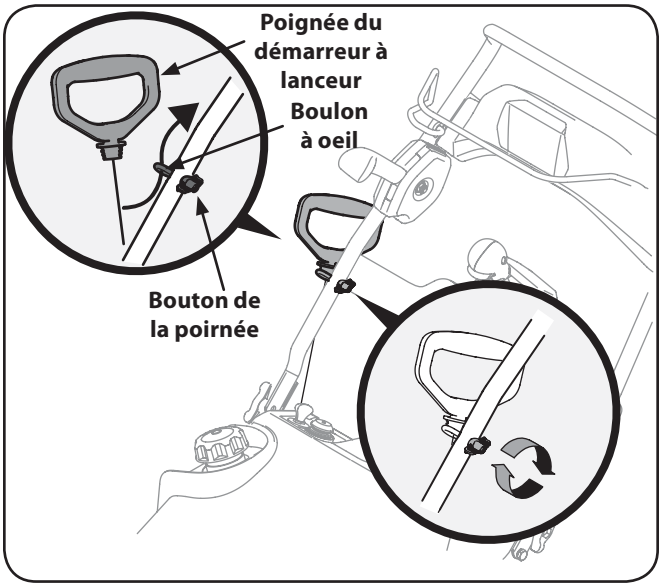

Figure 3-10
2. Placez le boulon à œil et le bouton de la poignée sur le guidon supérieur, comme à la Fig. 3-10. Ne serrez pas encore complètement la boulonnerie.
4. Faites passer la corde du démarreur à lanceur dans le boulon à œil en partant de l'arrière de la souffleuse. Voir la Fig. 3-10.